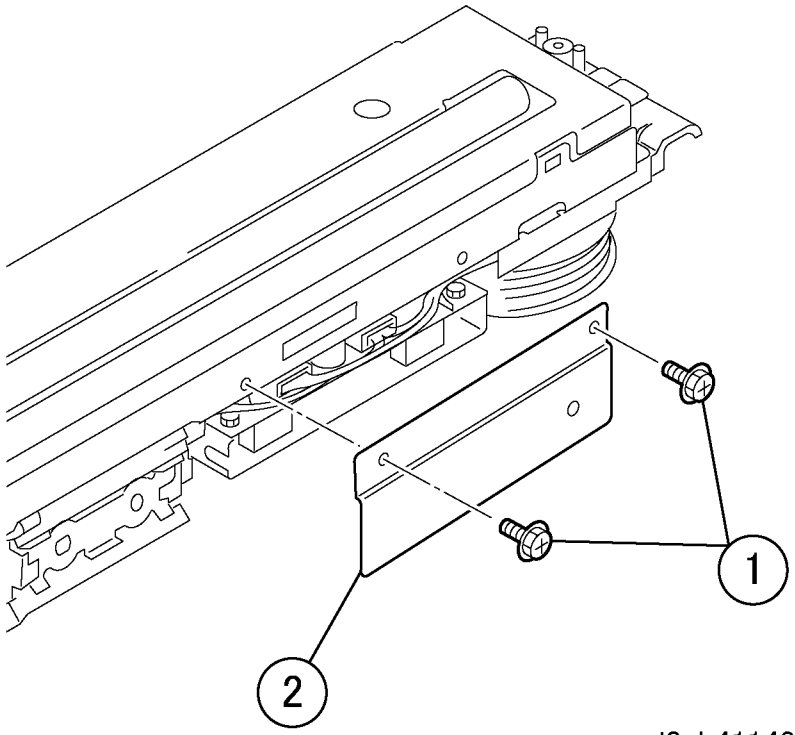

Рисунок 3 Снятие держателя (j0ch41143)
4. Снимите кронштейн (рисунок 3).